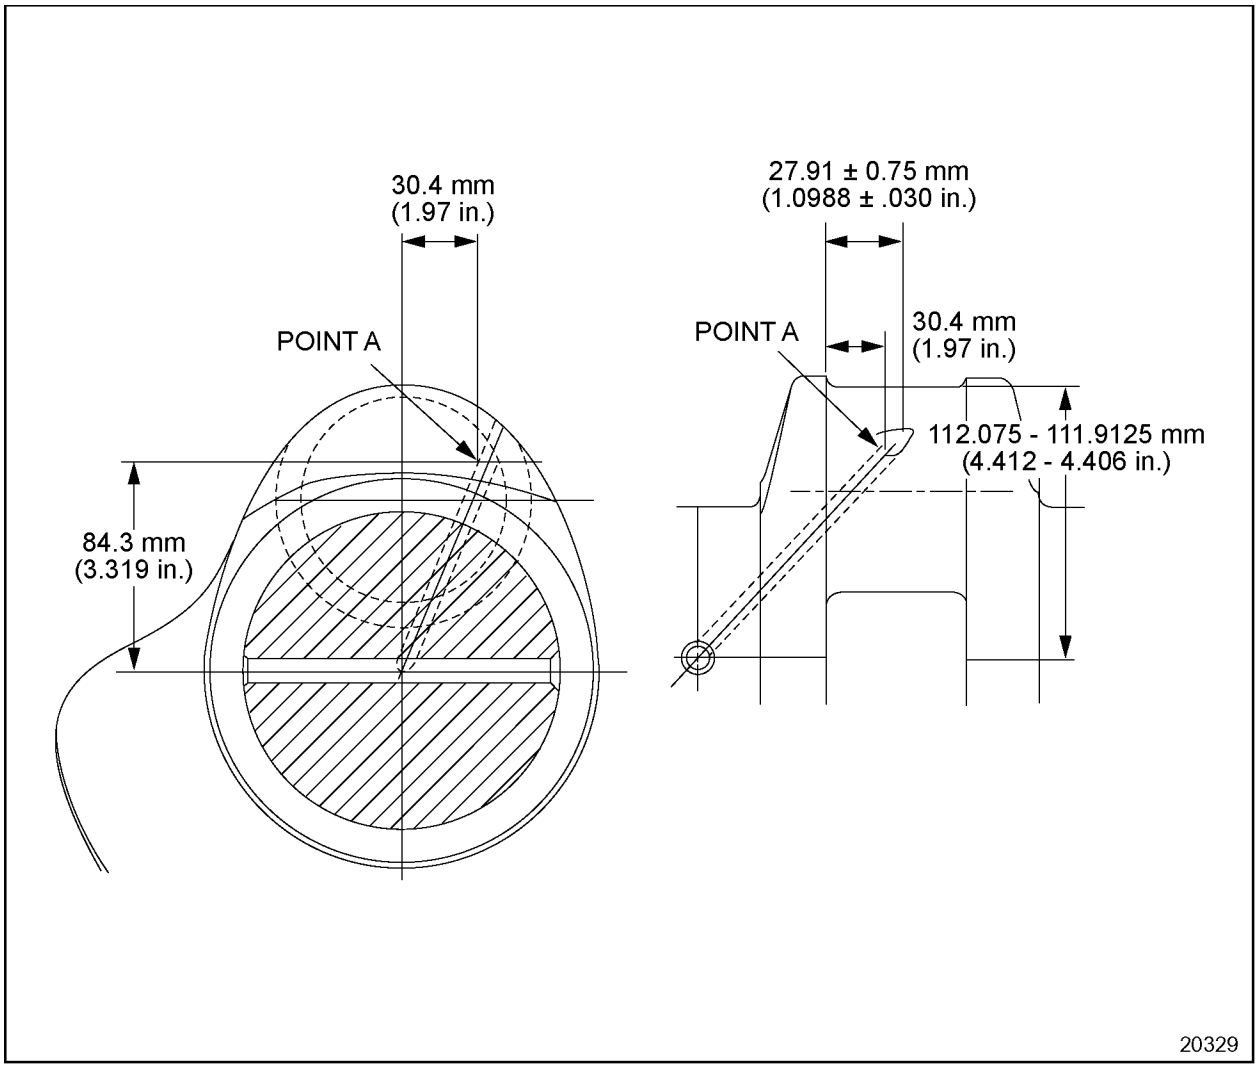
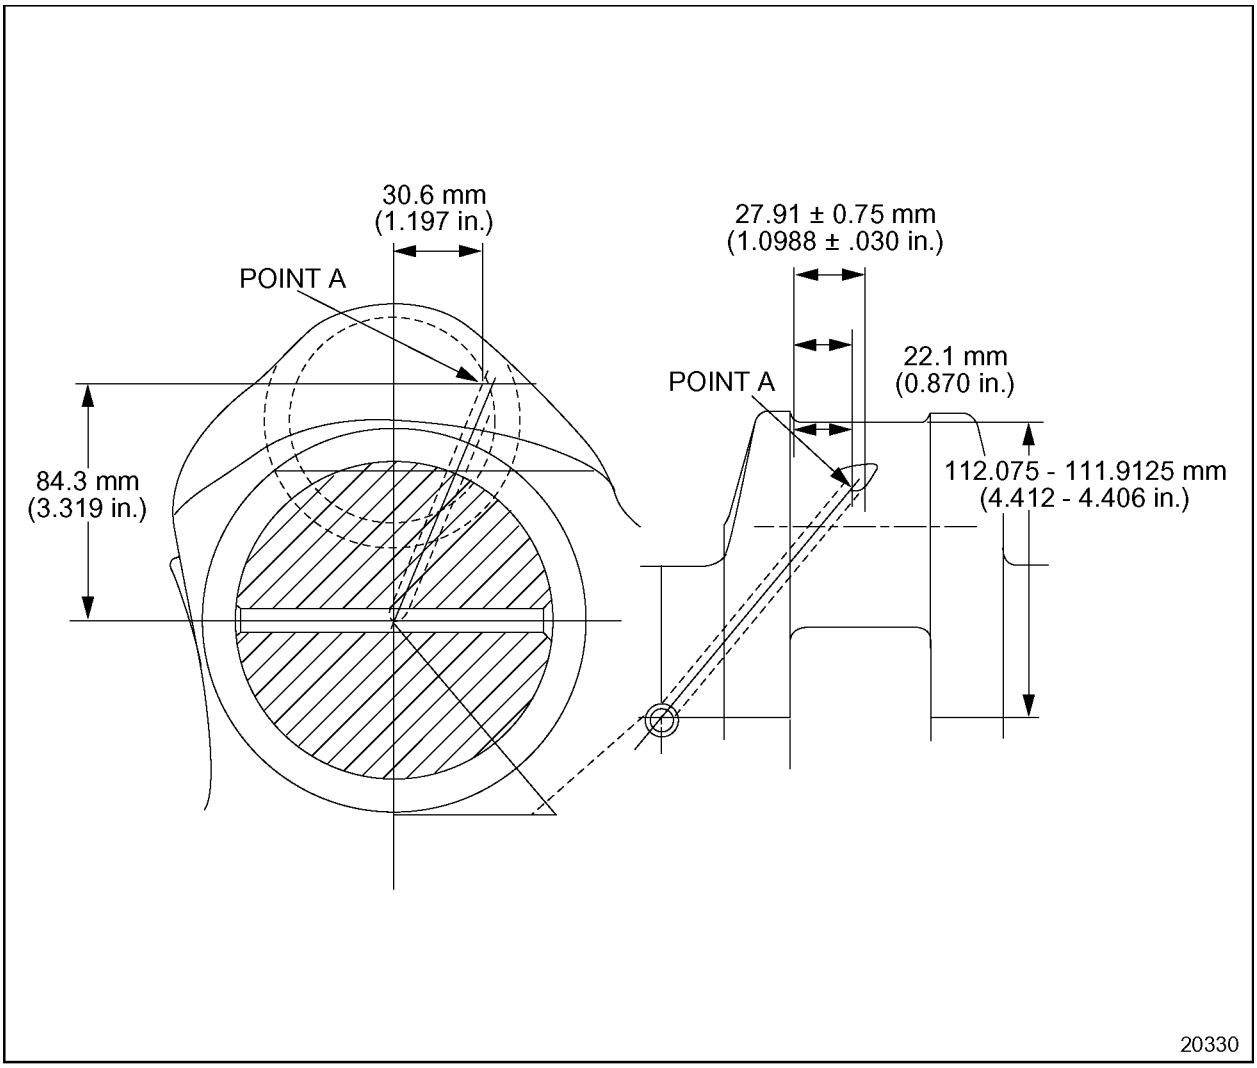
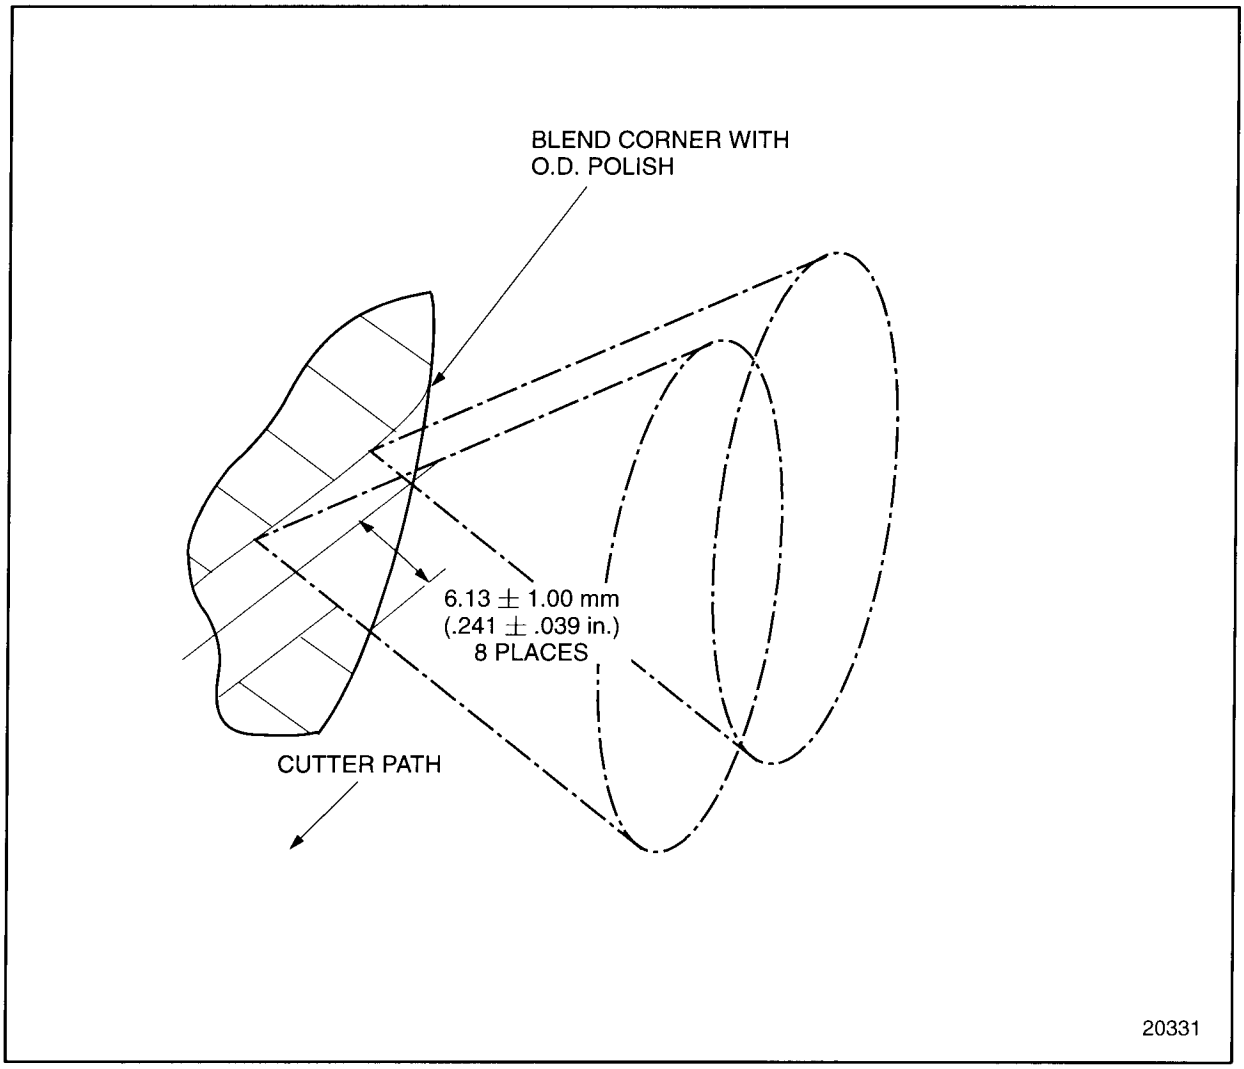
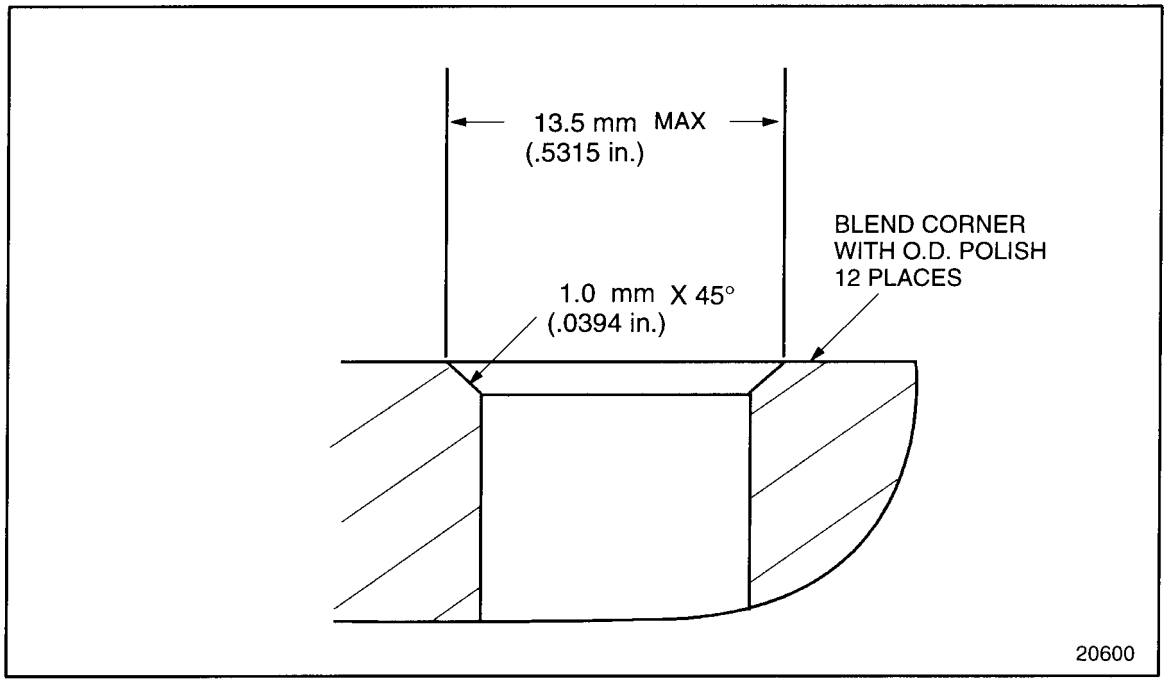

Figure 1-531 Oil Hole Specifications - Connecting Rod Journals - 11.1 L Crankshaft (139 mm stroke)
Figure 1-532 Oil Hole Specifications - Connecting Rod Journals - 12.7 L Crankshaft (160 mm stroke)
Figure 1-533 Connecting Rod Journal Oil Hole Chamfer Limits
Figure 1-534 Main Journal Oil Hole Chamfer Limits
2. Chamfer all oil holes to remove grinding burrs to the limit shown on illustrations. See Figure 1-531. See Figure 1-532. See Figure 1-533. See Figure 1-534.